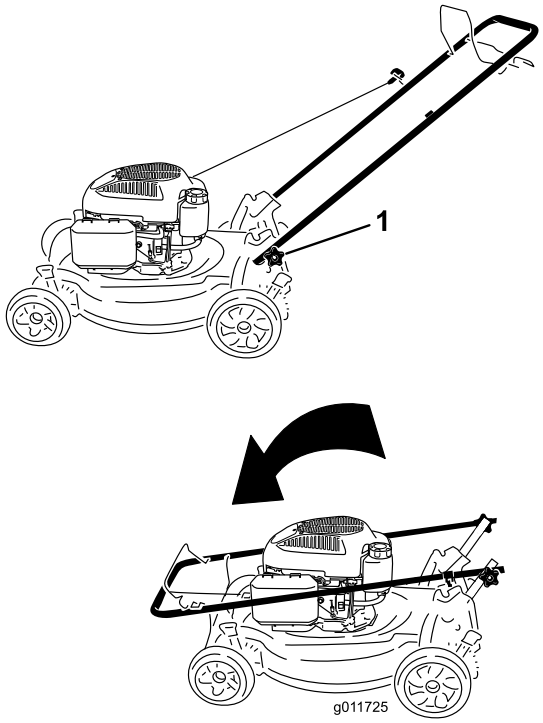

Figure 27
1. Desserrez les boutons du guidon jusqu'à ce que le guidon bouge librement (Figure 27).
1. Bouton du guidon (2)
2. Pliez le guidon en avant de la manière indiquée (Figure 27).